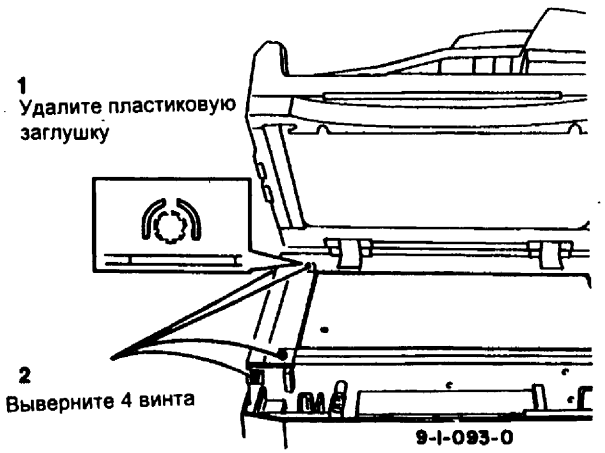

Рис. 1 Снятие левой верхней крышки
4. Снимите заднюю верхнюю крышку (PL 7.2) или, если ADF установлено, снимите крышку лампы экспонирования и (рис. 1) левую верхнюю крышку.